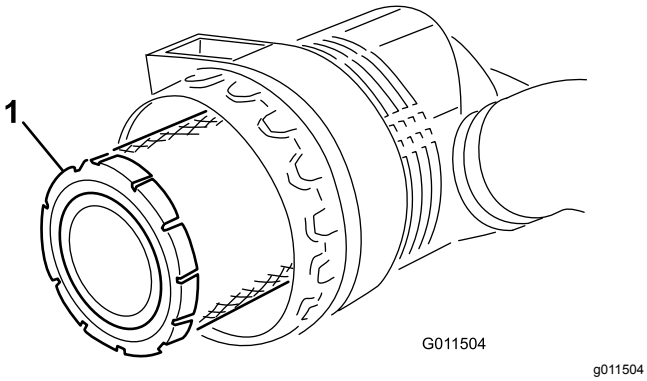

Figur 71
3. Ta bort huvudfiltret (Figur 71). Vi rekommenderar inte att du rengör det använda filtret eftersom det då finns risk för att filtret skadas. Undersök om
4. Sätt tillbaka huvudfiltret (Figur 71).